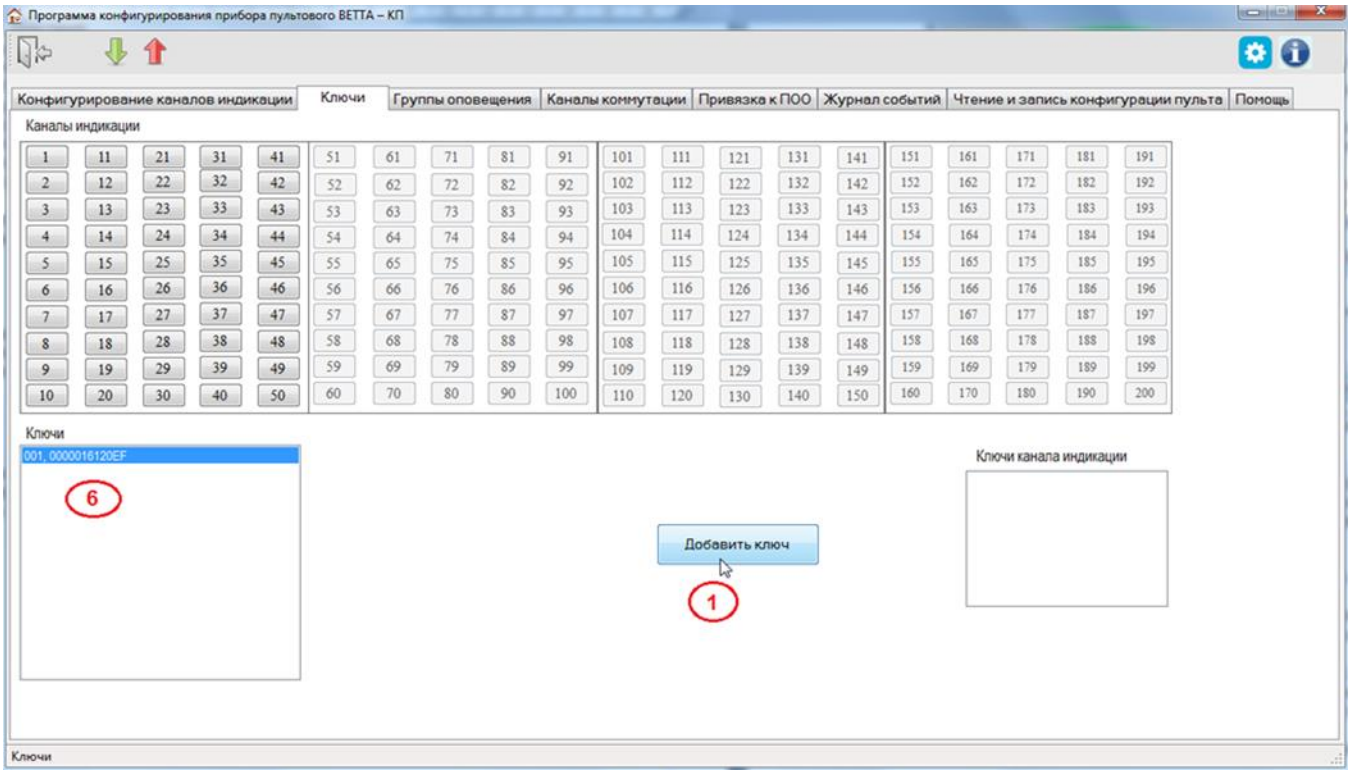

Рис. 20. Вкладка «Ключи»
5) После завершения чтения текущей конфигурации и запуска основного окна программы-конфигуратора, перейдите на вкладку «Ключи» (Рис. 20).
6) Нажмите кнопку «Добавить» (Рис. 20, шаг 1).
13) Записи введённых ключей будут добавлены в общий список «Ключи» (рис. 20, шаг 6) вкладки «Ключи» основного окна программы.